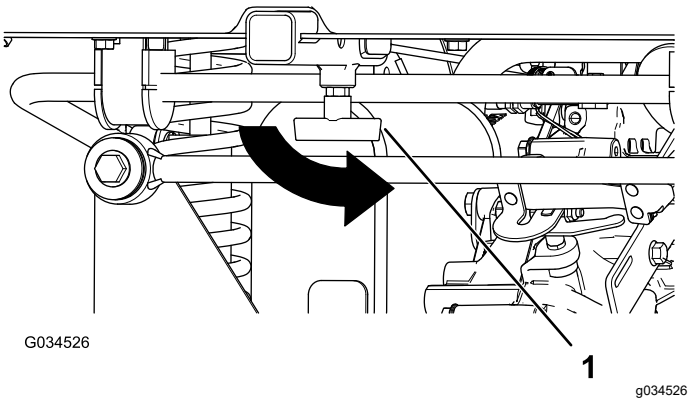

Figur 20
4. Dra åt T-handtaget genom att vrida det moturs (Figur 20).